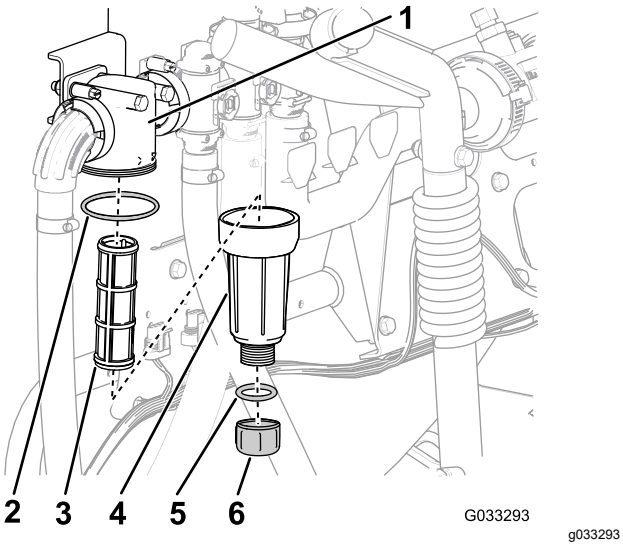

Figur 61
2. Anbring en dræningsbakke under trykfilteret (Figur 61).
3. Drej aftapningsproppen mod urets retning, og tag den ud af trykfilterets skål (Figur 61).
4. Drej skålen mod uret, og fjern fra filterhovedet (Figur 61).
5. Fjern det gamle trykfilterelement (Figur 61).
6. Kontroller O-ringen til aftapningsproppen (inden i skålen) og O-ringen til skålen (inden i filterhovedet) for skader og slid (Figur 61).
7. Monter det nye trykfilterelement i filterhovedet (Figur 61).
8. Monter skålen på filterhovedet, og stram med hånden (Figur 61).
9. Monter proppen i skålen, og stram med hånden (Figur 61).